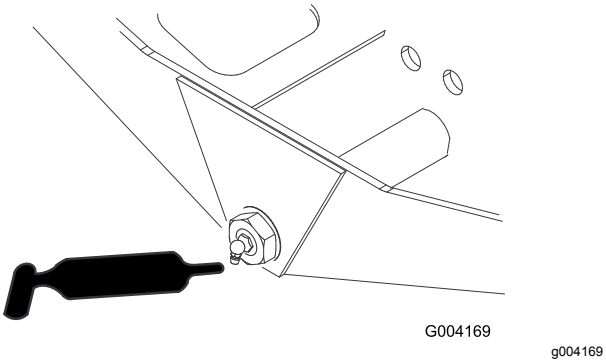

Figur 43
- Axelns styrtapp (1) (Figur 43)